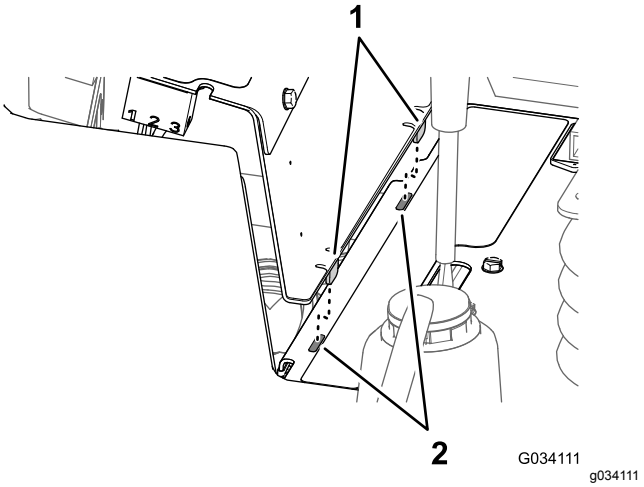

Figur 55
2. Tilret de to tapper nederst på sidepanelet med de to riller i stellet til konsollen (Figur 55).